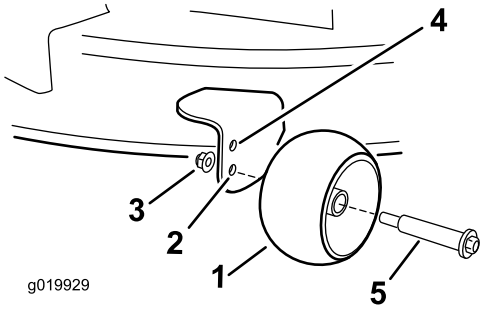

**Figur 22**
- Øvre hull – bruk denne posisjonen sammen med klippeenheten i posisjonene på 63 mm og under klippehøyde (Figur 22).
- Nedre hull – bruk denne posisjonen sammen med klippeenheten i posisjonene på 76 mm og over klippehøyde (Figur 22).